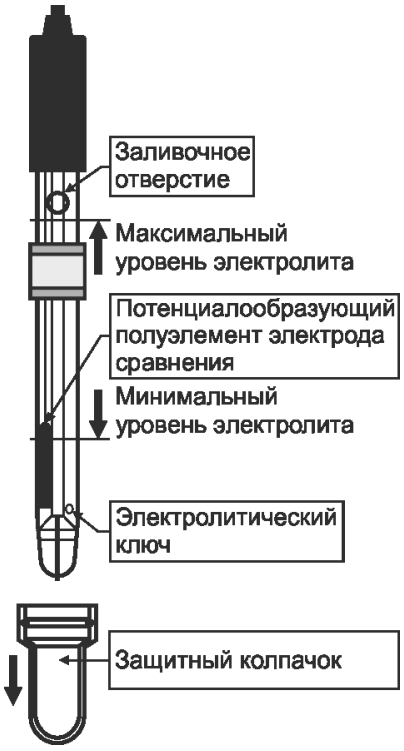

Рис.1
5.3 Уровень электролита в электроде должен поддерживаться в пределах, показанных на рис. 1. При необходимости электролит следует доливать в электрод через заливочное отверстие.